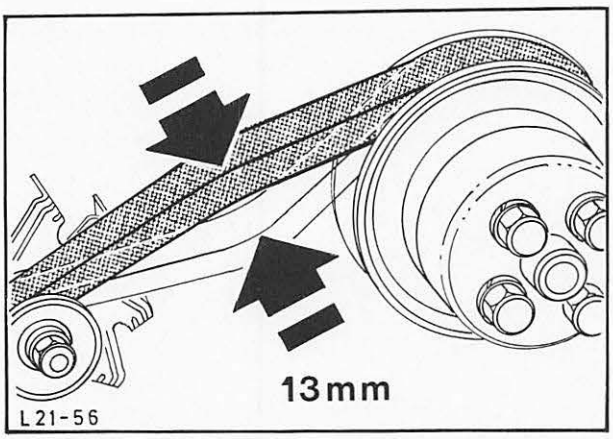

Abb. 132 Keilriemen – Lichtmaschine spannen
75. Keilriemen auflegen und so spannen, daß das Gesamtspiel zwischen Lichtmaschine und Lüfter 13 mm beträgt, Abb. 132.